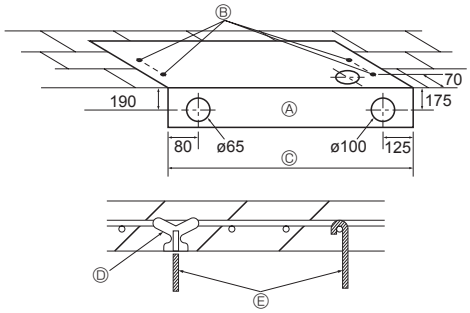

Fig. 3-3
3.2.3. Wahl der Positionen für die Aufhängebolzen und die Rohrleitung (Fig. 3-3)